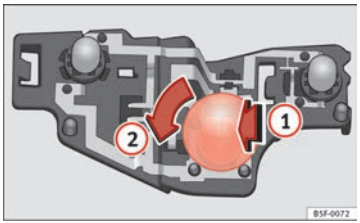

Fig. 156 Localização das lâmpadas de incandescência no porta-lâmpadas.
– Pressione ligeiramente a lâmpada com anomalia contra o porta-lâmpadas ⇒ Fig. 156 (1), em seguida rode-a para a esquerda (2) e extraia-a.